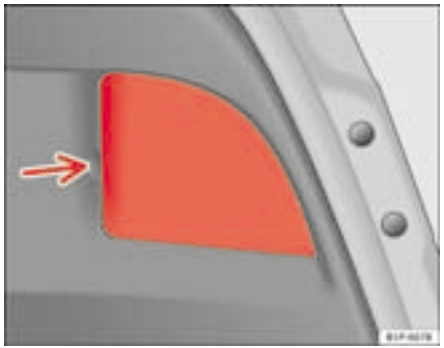

Fig. 168 Lights on the tailgate
– Pull the cover off. See the arrow ⇒ fig. 168.